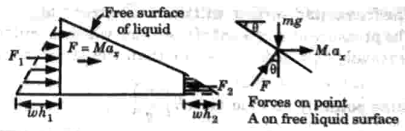

Fig. 1.37.2. Free body diagram of fluid mass.
2. Considering the equilibrium of entire mass of liquid as shown in Fig. 1.37.2.